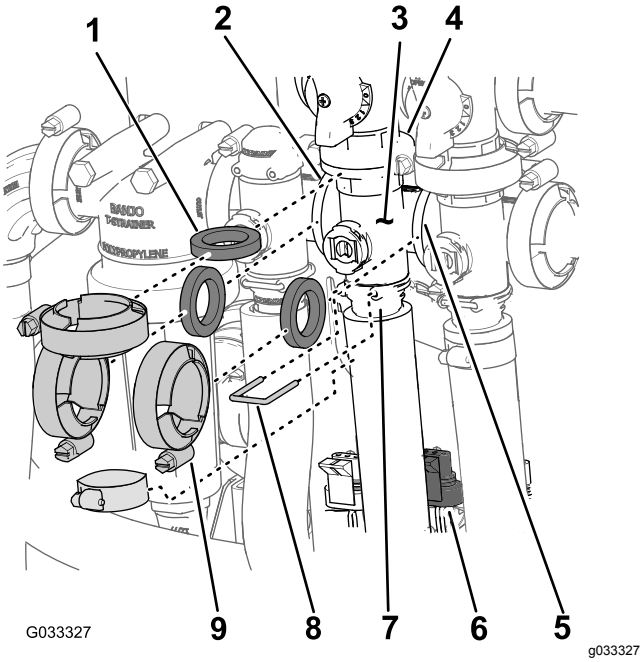

Figur 64
1. Fjern klemmene og pakningene som fester manifoldet for risteventilen (Figur 64) til risteomløpsventilen, mengderegulatorventilen, hovedbomventilen og overgangsstykket (risteregulatorventil).
2. Fjern holderen som sikrer utgangsnippelen til manifolden for risteventilen (Figur 64).